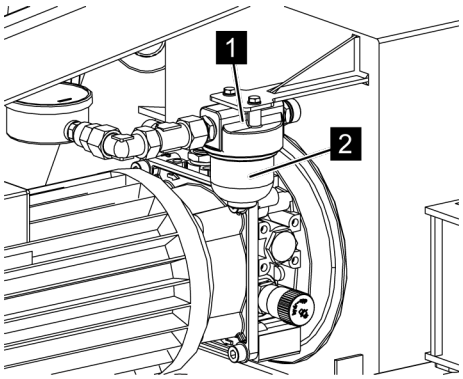

Fig. 114: High-pressure filter
8. *Screw the filter bowl (*Fig. 114*/2) back into the high-pressure filter (*Fig. 114*/1).*